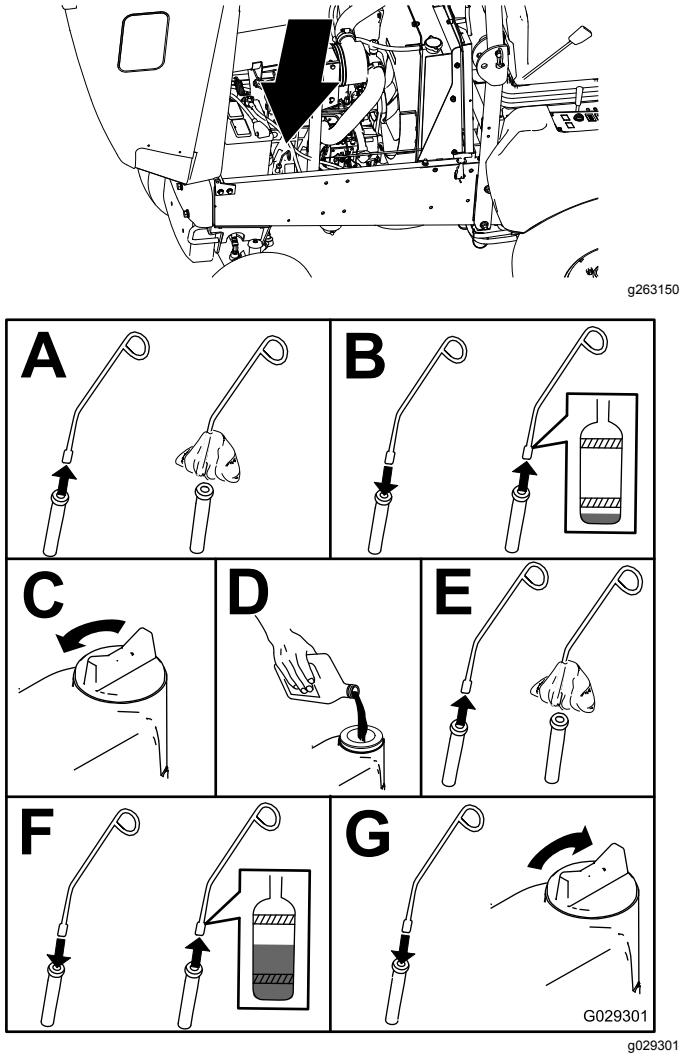

Figur 45
3. Kontrollera oljenivån i motorn enligt Figur 45.